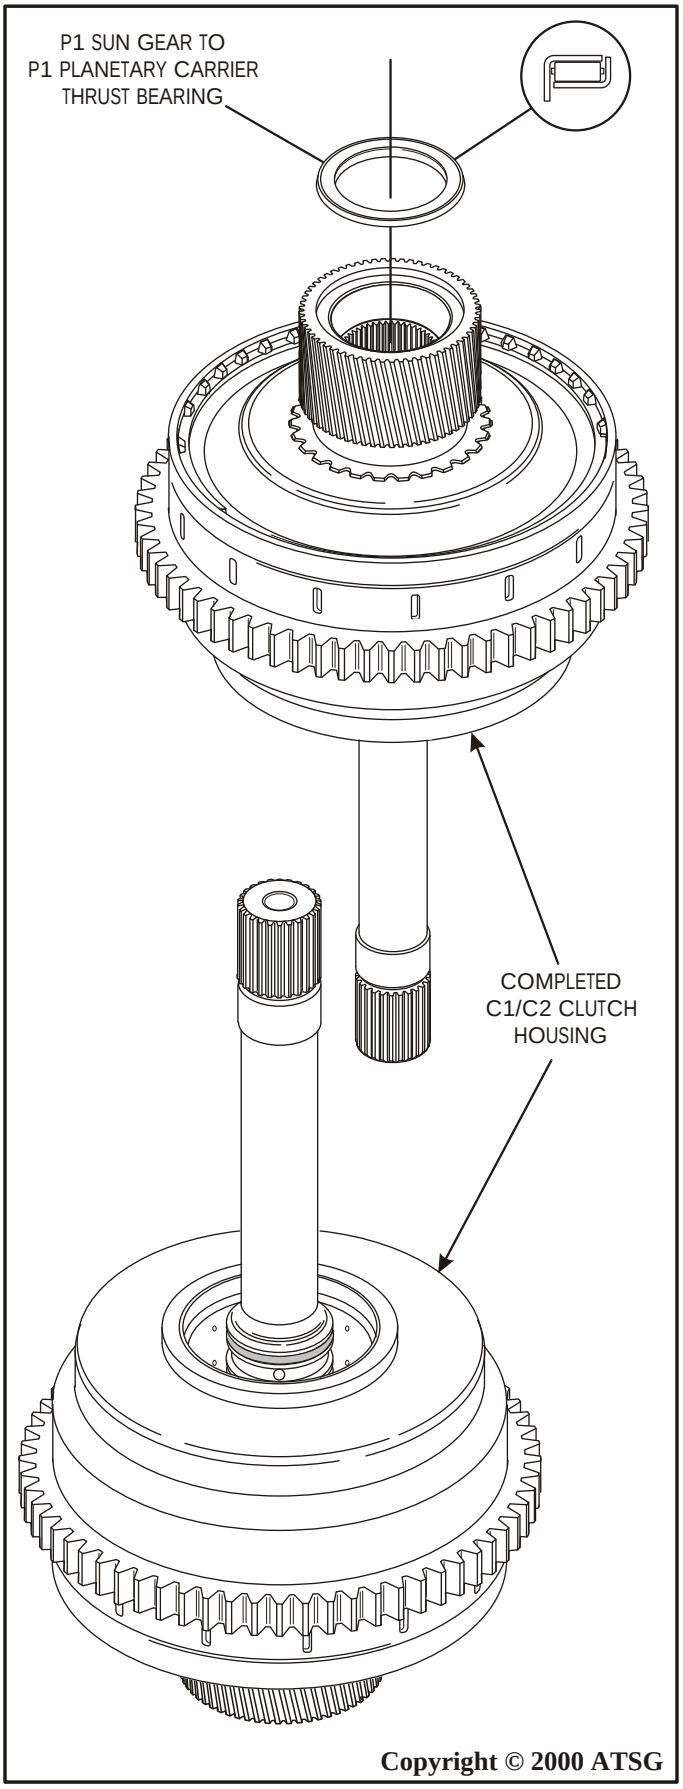

Figure 118
42. Install the P1 sun gear to P1 planetary carrier thrust bearing onto the sun gear in the direction shown in Figure 118, and retain with a small amount of TransJel®.
43. Set completed C1/C2 Clutch Housing assembly aside for the final assembly process. Refer to Figure 118.